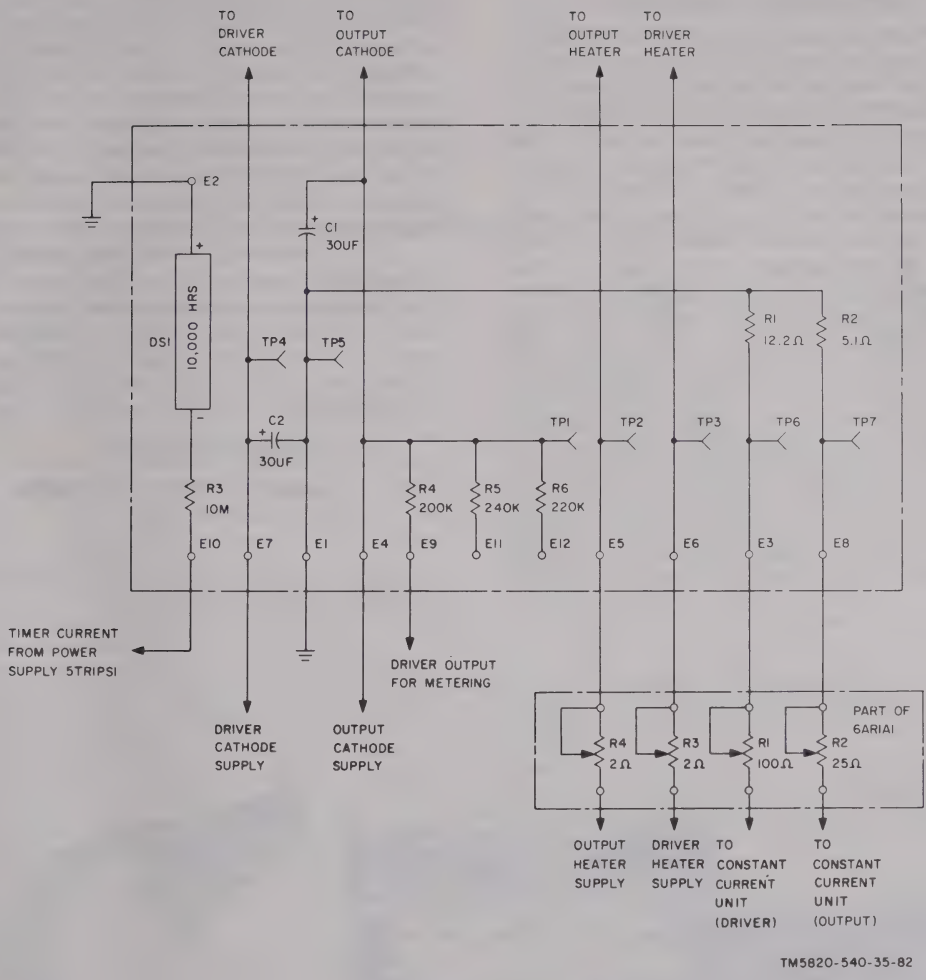

Figure 2-37. Circuit card assembly 6AR1A2A2, schematic diagram.
(3) *Circuit card assembly 6AR1A2A2* (fig. 2-37). This assembly contains several test points and an elapsed time indicator. Four adjustable resistors mounted on a nearby bracket are used in conjunction with the test points in the circuit card assembly and a multimeter to adjust the filament voltages and cathode currents of the power amplifier tubes. A metering circuit (DRIVER position) detects the presence of drive into the output stage. This circuit is connected